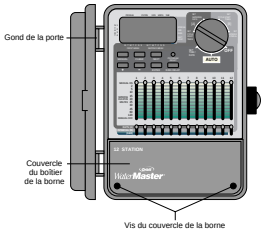

FIGURE 21 : Programmateur extérieur et couvercle du bornier
- Ouvrez le boîtier en dévissant les deux vis et en retirant le couvercle de plastique **[vois la figure 21].**